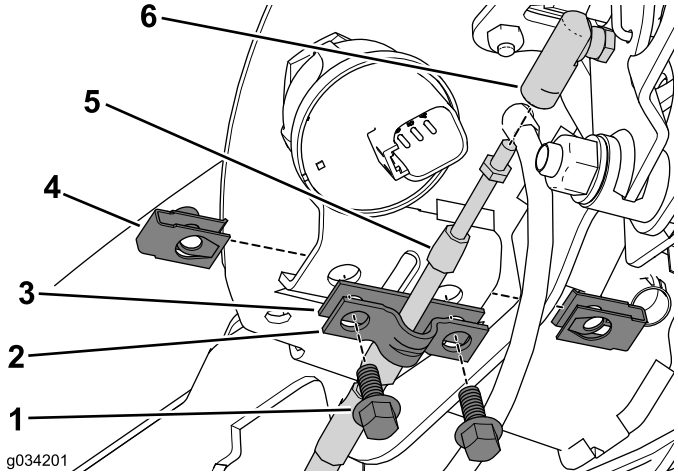

Figur 5
1. Ta bort de två skruvarna och mutterklämmorna som fäster kabelklämman och mellanlägget vid konsolenheten (Figur 5).
2. Lägg kabelklämman åt sidan och kassera mellanlägget (Figur 5).
3. Lossa neutrallåsvajern från kabelkontakten (Figur 5).